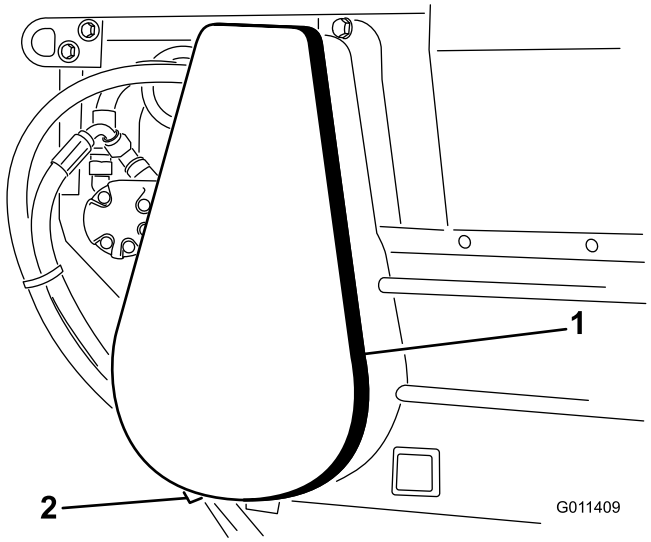

Figur 24
1. Ta bort kedjehuset och distansbrickan (Figur 24).